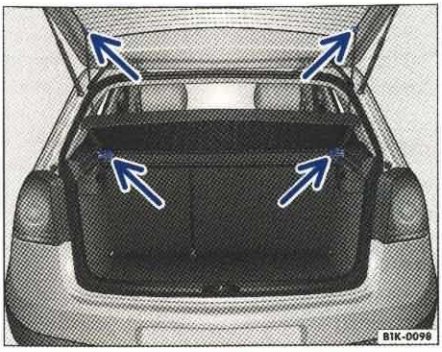

Rys. 92 Zdejmowanie i zakładanie osłony bagażnika.
– Zdjąć taśmy mocujące przy pokrywie tylnej ⇒ rys. 92 (górne strzałki).
– Wysunąć osłonę do tyłu z bocznych uchwytów ⇒ rys. 92 (dolne strzałki).